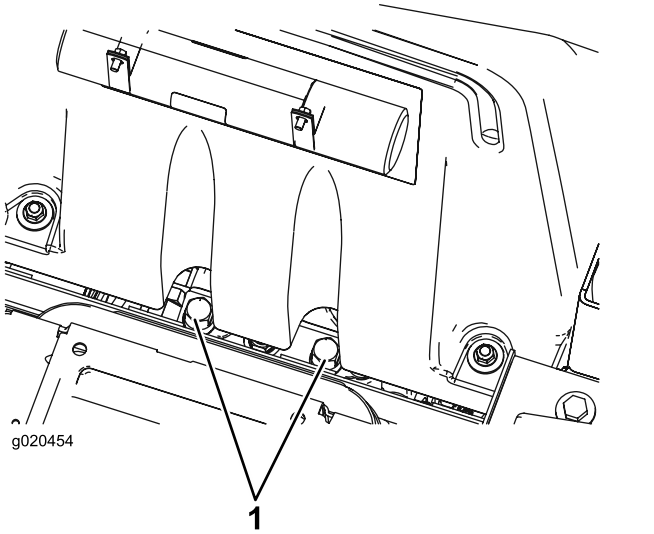

Figur 56
1. Hæv sædet. Omløbsventilerne er placeret under det forreste af brændstoftanken (Figur 56).